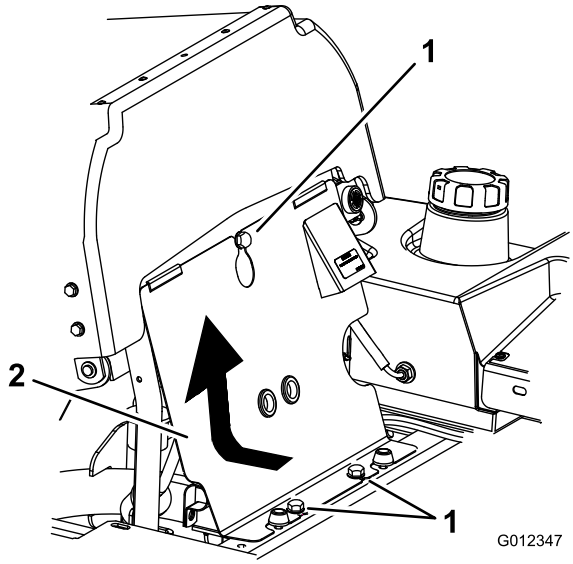

Figuur 40
1. Kantel de stoel naar voren, draai de bouten van de kap los en verwijder de motorkap van de voorzijde (Figuur 40).